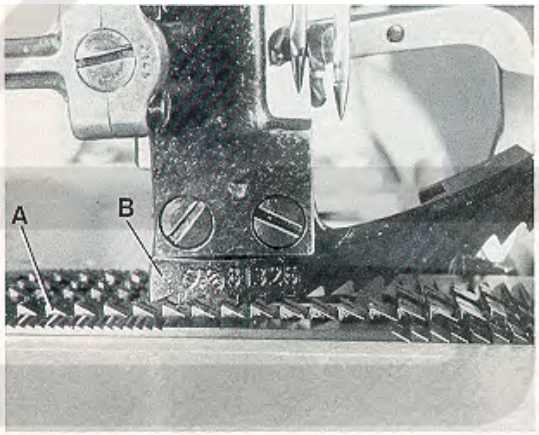

Fig.19
At highest point of feed travel the rear teeth of the feed dog (A, Fig. 19) should just project their full depth above the top surface of throat plate.
Im höchsten Punkt der Transportbewegung sollen die hinteren Zähne des Transporteurs (A, Fig. 19) gerade eine Zahnhöhe über die Stichplattenoberfläche ragen.
Simultaneously the upper feed dog (B, Fig. 19) should be positioned so that the tips of its teeth engage with the tooth spaces of the lower feed dog (A), without contacting it. When the lower feed dog (A) is in its highest and the upper feed dog (B) in its lowest point of travel, there must be a small gap between both feed dogs.
Gleichzeitig muß der Obertransporteur (B, Fig. 19) so positioniert sein, daß die Spitzen seiner Zähne in die Zahnlücken des unteren Transporteurs (A) eingreifen, ohne diesen zu berühren. Wenn der untere Transporteur (A) in der höchsten und der Obertransporteur (B) in der untersten Stellung seiner Bewegung ist, muß zwischen beiden Transporteuren ein Luftspalt sein. Die Transportwege des oberen und unteren Transporteurs müssen gleich (synchron) sein.